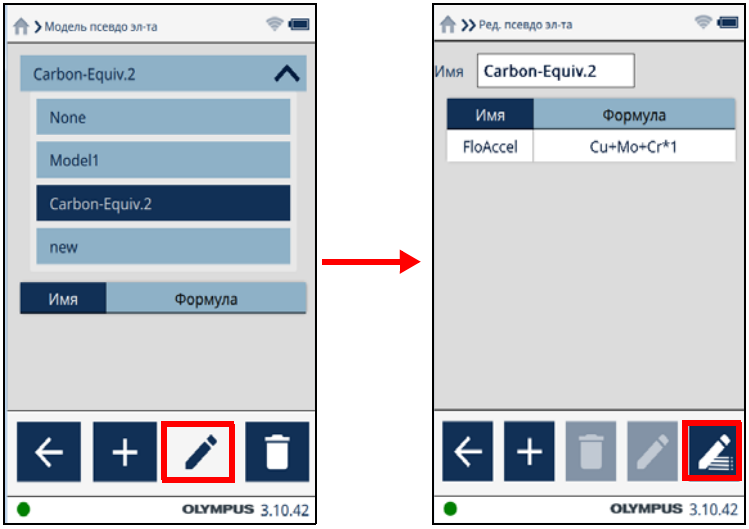
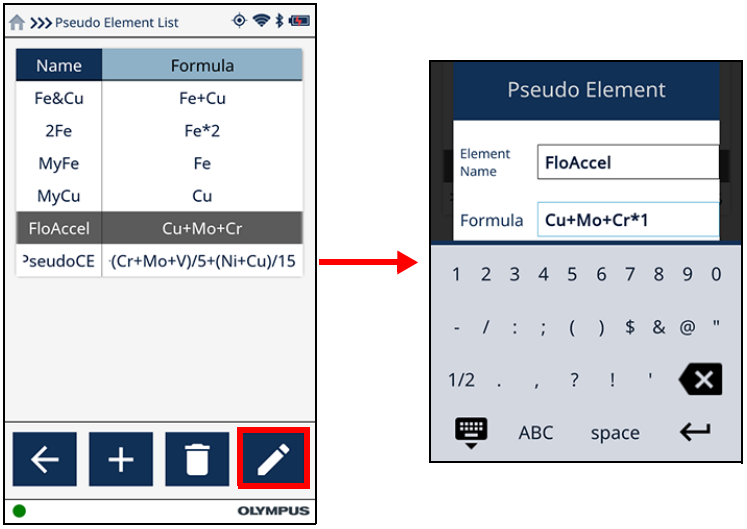

Рис. 2-54 Экран Модель псевдо эл-та (слева) и экран редактирования (справа)
Рис. 2-55 Редактирование элемента в списке псевдоэлементов
2. Нажмите кнопку **Ред.** ( ) для отображения экрана **Ред. псевдо эл-т** (см. Рис. 2-54 на стр. 63, слева).
3. На экране **Ред. псевдо эл-т** нажмите кнопку **Ред. список** ( ) [см. Рис. 2-54 на стр. 63, справа], чтобы открыть экран **Список псевдо эл-тов** (см. Рис. 2-55 на стр. 64).
4. Щелкните на псевдоэлемент в списке, а затем нажмите кнопку **Редактировать** ( ) для отображения диалогового окна **Псевдоэлемент** (см. Рис. 2-55 на стр. 64).